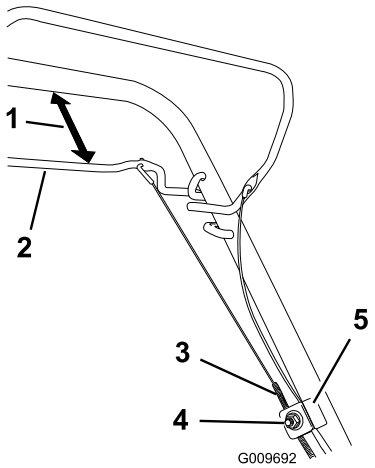

Figur 27
1. Løsne mutteren på kabelfestet (Figur 27).
2. Hold selvdriftsbøylen 25 til 38 mm fra håndtaket (Figur 27).
3. Trekk kabelkappen ned (mot gressklipperen) til det ikke er slakk i kabelen (Figur 27).